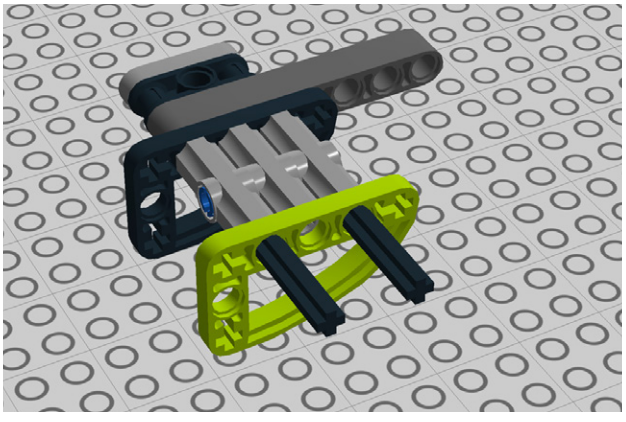

Figure 1-35. *Step 31: Adding another halfbeam curve*
31. Then, shove another halfbeam curve onto the ends of the axles as shown in Figure 1-35.